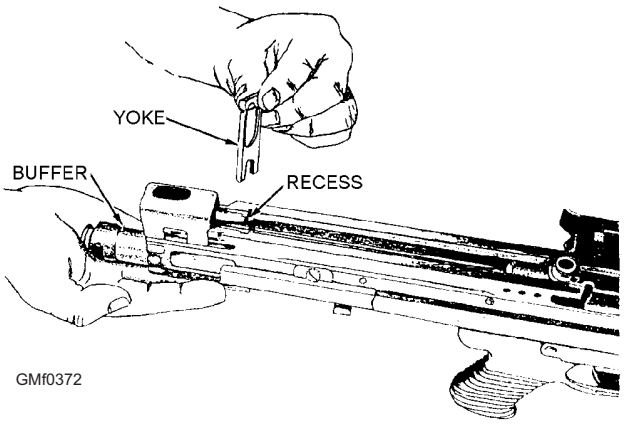
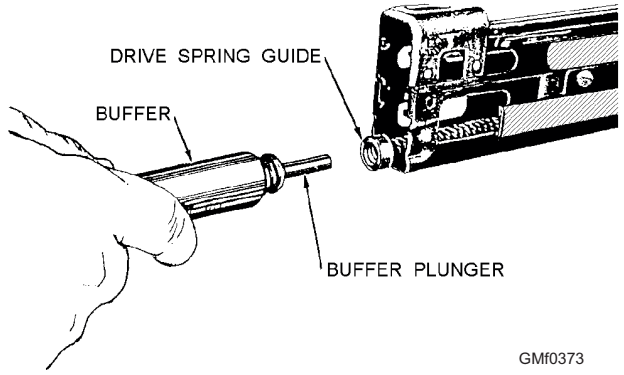
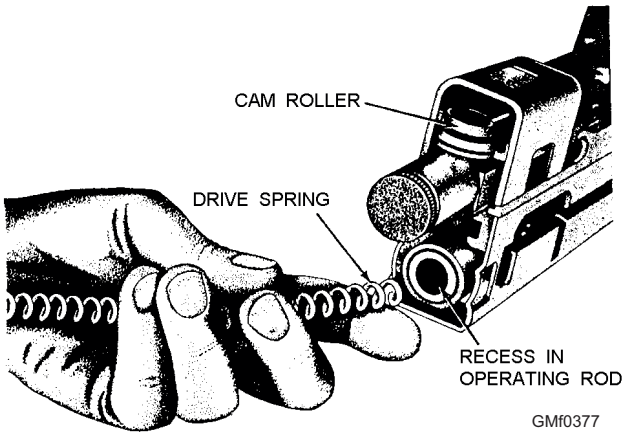

**Figure 3-72.—Removing the buffer group.**
**Figure 3-73.—Separating the buffer from the drive spring guide.**
**Figure 3-77.—Inserting the drive spring.**
**REMOVING THE BUFFER GROUP**.—The buffer assembly group consists of the buffer yoke and the buffer. To disassemble the group, hold the palm of the hand against the exposed buffer and press lightly. Remove the buffer yoke from the top of the receiver as illustrated in figure 3-72. Withdraw the buffer slowly. Allow the drive spring to expand until the end of the drive spring guide is exposed at the rear of the receiver. Pull the buffer plunger from the drive spring guide (fig. 3-73).
3. Insert the end of the operating rod into the receiver. Hold the rod with one hand. With the other hand, push forward on the rear of the bolt, causing the bolt to rotate until the locking lugs are in the vertical position. With the cam roller up, push the operating rod and bolt into the receiver until the end of the operating rod is even with the rear of the receiver. Insert the drive spring guide into the drive spring; then insert the opposite end of the drive spring in the recess of the operating rod, as shown in figure 3-77. Pull the trigger and push in the drive spring until the head of the guide is approximately an inch from the receiver (fig. 3-73).
4. Insert the buffer plunger into the drive spring guide, as shown in figure 3-73. Push forward on the buffer until the operating rod and bolt go fully forward. Push in on the buffer until the recesses on the buffer are aligned with the recesses in the receiver. Replace the buffer yoke from the top of the receiver, as shown in figure 3-72.